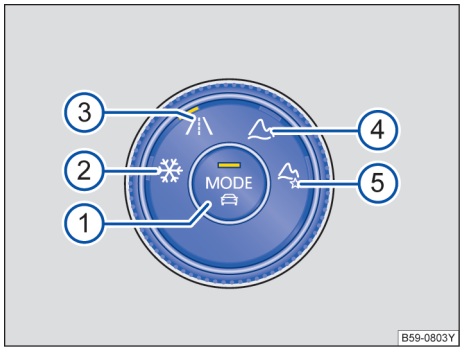

图 128 中控台下部：4MOTION 主动控制的操作单元
全轮驱动汽车具有很多种驾驶模式选项。在这种情况下，可以通过 4MOTION 主动控制的操作单元选择驾驶模式→图 128。
→ 图 128 的图例：
– 转动 4MOTION 主动控制的操作旋钮→图 128，直至所需的驾驶模式上的 LED 灯亮起。
– 按压旋钮中间的 MODE →图 128。
– 必要时，转动 4MOTION 主动控制的操作单元→图 128，直至越野个性化驾驶模式旁边的 LED 灯亮起。
– 如果已经选择越野自定义，则按压操作单元中间的 MODE →图 128。